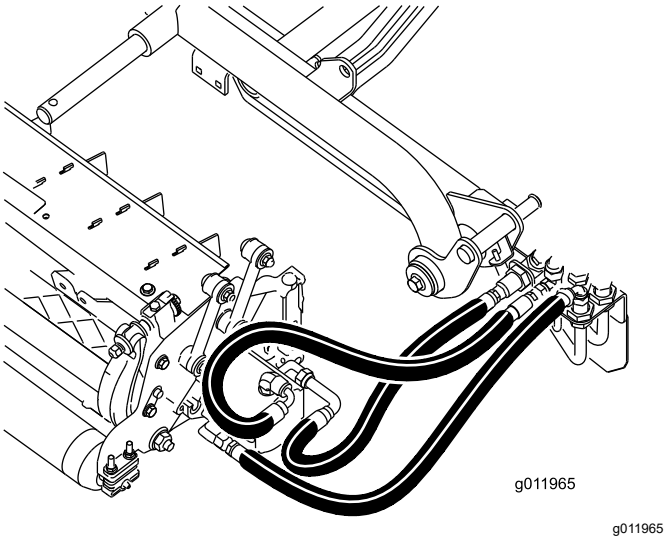

**Figur 22**
***Viktigt:*** **Kontrollera att slangarna inte är vridna eller böjda och att slangarna på den bakre klippenheten har dragits i enlighet med (Figur 22). Höj klippenheterna och flytta dem till vänster (modell 03171). Den bakre klippenhetens slangar får inte ha någon kontakt med drivkabelns fäste. Flytta kopplingarna och/eller slangarna om nödvändigt.**